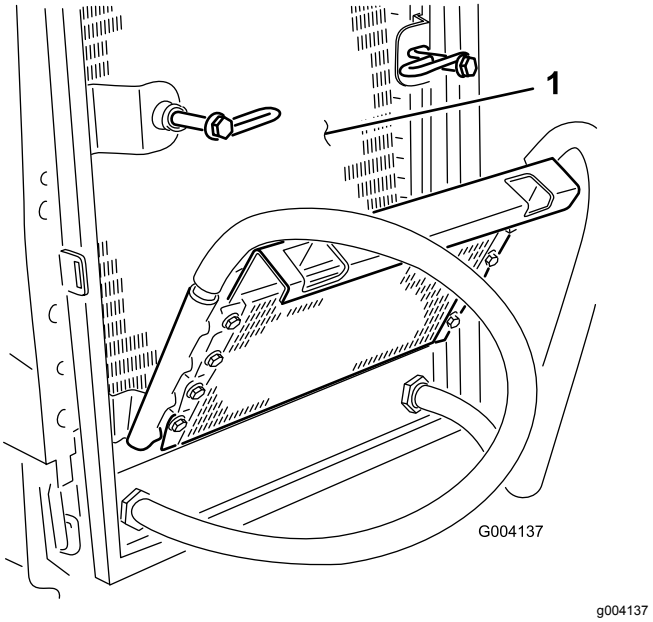

Rysunek 53
7. Stojąc od strony wentylatora chłodnicy, usuń zanieczyszczenia za pomocą sprężonego powietrza pod niskim ciśnieniem (3,45 bar) (nie używaj wody). Powtórz czynność od przodu chłodnicy, a następnie znowu od strony wentylatora. Dokładnie oczyść obie strony chłodnicy oleju. Po dokładnym oczyszczeniu chłodnicy silnika i chłodnic oleju usuń za pomocą sprężonego powietrza wszelkie zanieczyszczenia, które mogły się zgromadzić na innych częściach maszyny (Rysunek 53).